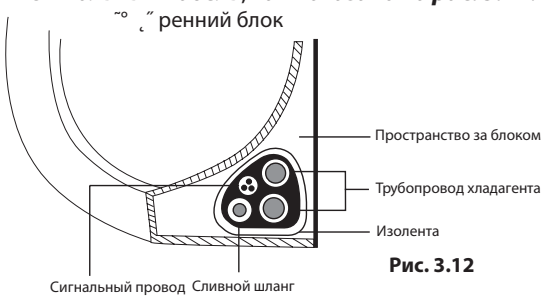

Рис. 3.12
1. Свяжите сливной шланг, трубы хладагента и сигнальный кабель, как показано на ***рис. 3.12***.
3. Оберните сигнальный провод, трубы хладагента и сливной шланг изоляционной лентой, связав их в плотный пучок. Дважды проверьте, что все элементы связаны в пучок, как показано на ***рис. 3.12***.